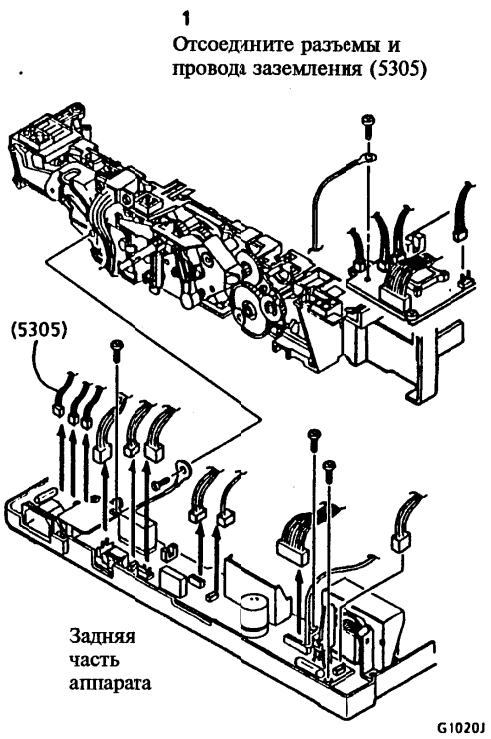

Рисунок 1. Отсоединение разъемов (5305)
2. (Рисунок 1): Отсоедините разъемы и провода заземления, идущие от главной рамы к блоку питания низкого напряжения (LVPS).